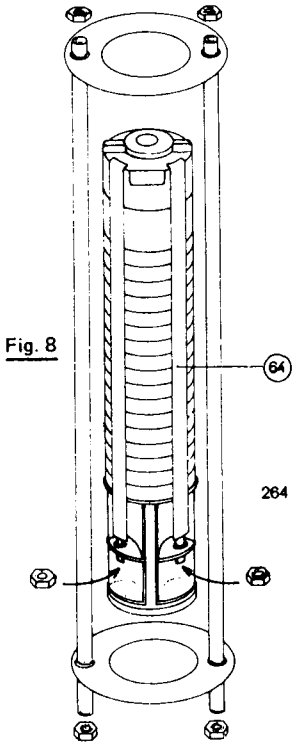

Fig. 8
Pour les pompes de plus de 15 éléments il est nécessaire pour pouvoir visser les écrous en bout des tirants, d'utiliser un petit montage de précompression des joints comme indiqués ci-contre (fig. 8).
- *For pumps exceeding 15 components, it is necessary to use a compression system in order to screw the nuts on the extremity of the tension rods (fig. 8).*